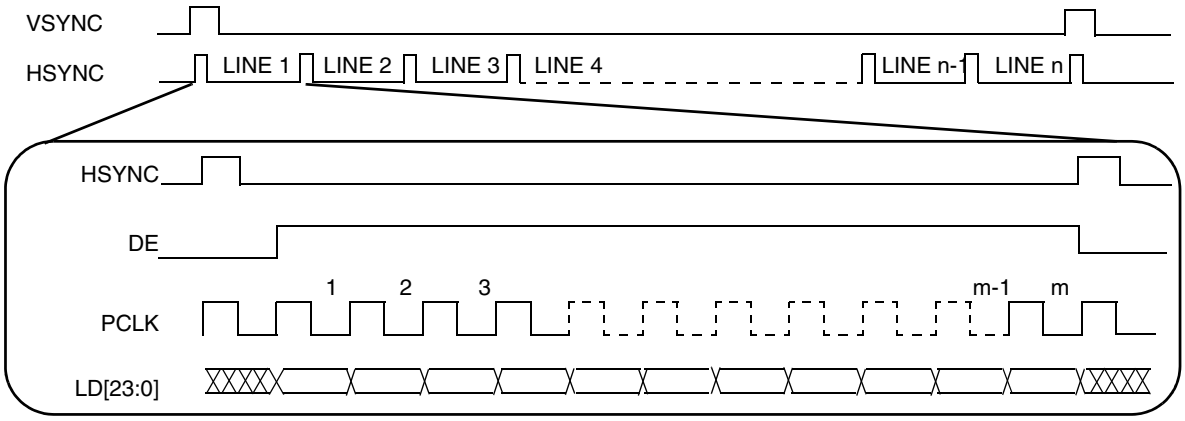

Figure 23. TFT LCD interface timing overview[1]
Figure 23 depicts the LCD interface timing for a generic active matrix color TFT panel. In this figure signals are shown with positive polarity. The sequence of events for active matrix interface timing is:
1. In Figure 23, the “LD[23:0]” signal is “line data,” an aggregation of the DCU’s RGB signals—R[0:7], G[0:7] and B[0:7].